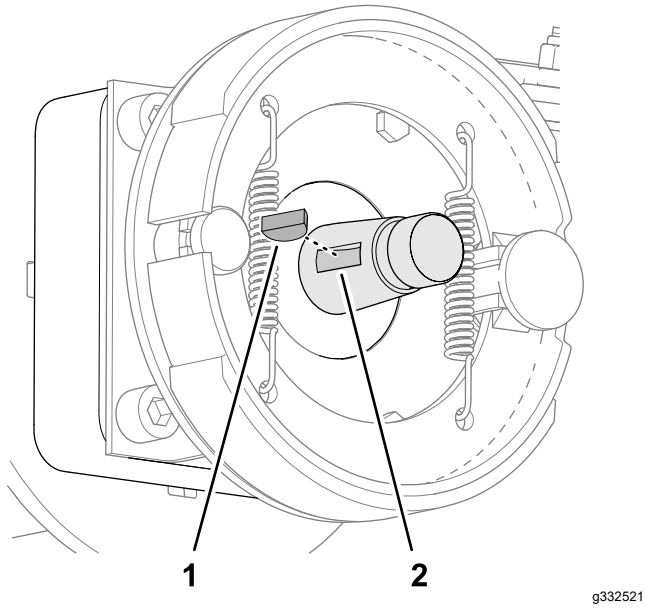

Figure 66
5. Retirez la clavette demi-lune de l'arbre du moteur de roue (Figure 66).